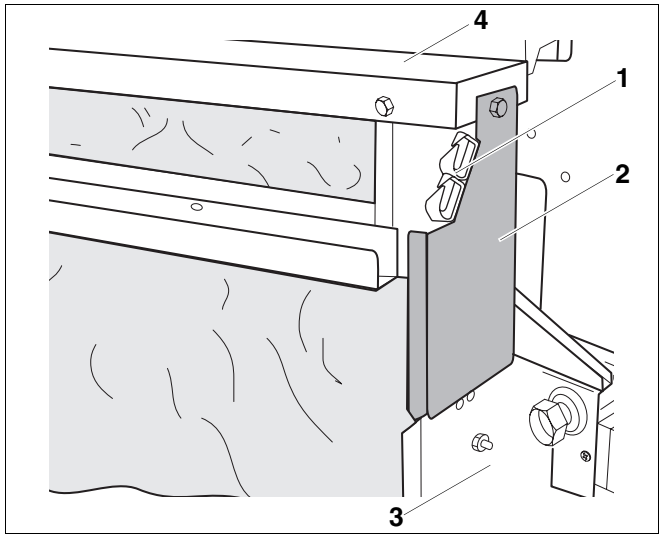

Afb. 73 Afdekplaat monteren
- Schuif de afdekplaten (afb. 73, **pos. 2**) achteraan links en rechts in de rugwand (afb. 73, **pos. 3**) en schroef ze bovenaan aan de zijdelingse ketelafdekkappen (afb. 73, **pos. 4**). Maak de rugwand eventueel wat los.
- Schroef de kabelhouder (afb. 73, **pos. 1**) vast.